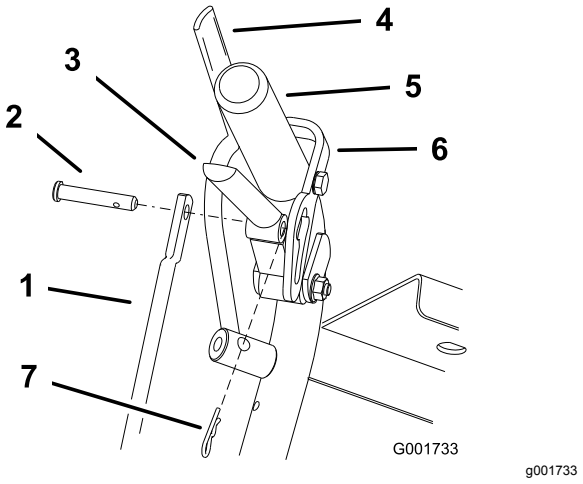
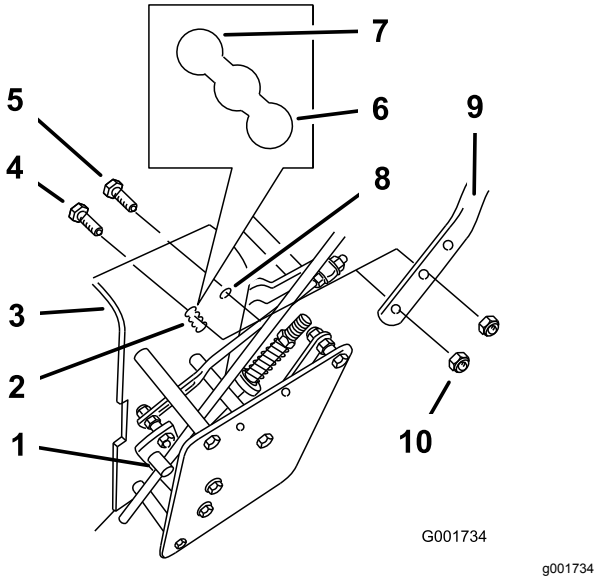

**Figur 18**
**Figur 19**
1. Avlägsna hårnålssprintarna och sprintbultarna från drivningsspakarna och neutrallåsen (Figur 18).
2. Lossa de övre flänsskruvarna (⅜ x 1,25 tum) och flänsmuttern som fäster handtaget till den bakre ramen (Figur 19).
3. Ta bort de nedre flänsskruvarna (⅜ x 1 tum) och flänsmuttrarna som fäster handtaget till den bakre ramen (Figur 19).
5. Justera styrstångens längd genom att rotera stången i stångbeslaget (Figur 18 och Figur 19).
6. Montera hårnålssprintarna mellan drivningsspakarna och neutrallåsen och in i sprintbultarna (Figur 18).